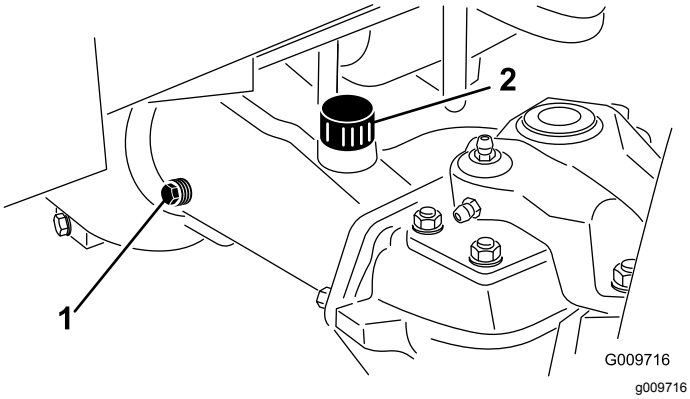

Figur 68
2. Ta ut en kontrollplugg på den ene enden av akselen (Figur 68), og kontroller at oljen når opp til bunnen av hullet.
3. Hvis nivået er lavt, fjerner du fyllepluggen (Figur 68) og fyller olje til den når opp til bunnen av kontrollplugghullene.